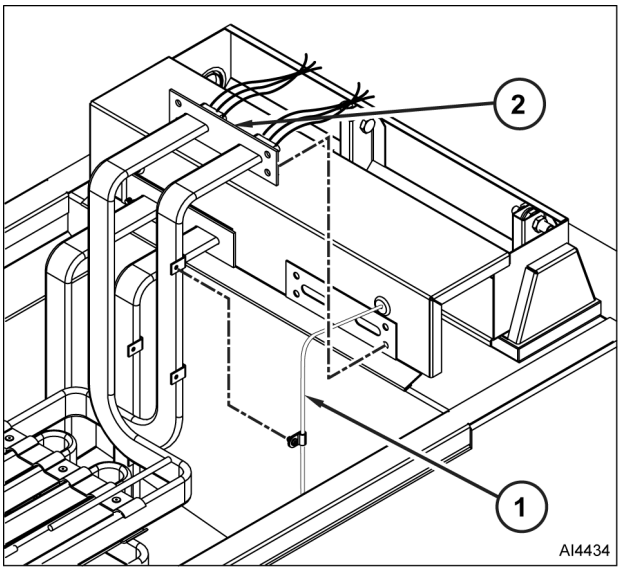

Fig. 14
B. Move temperature probe / clamps (1, Fig. 14) away from element.
4. Disconnect heating element (2, Fig. 14) lead wires.